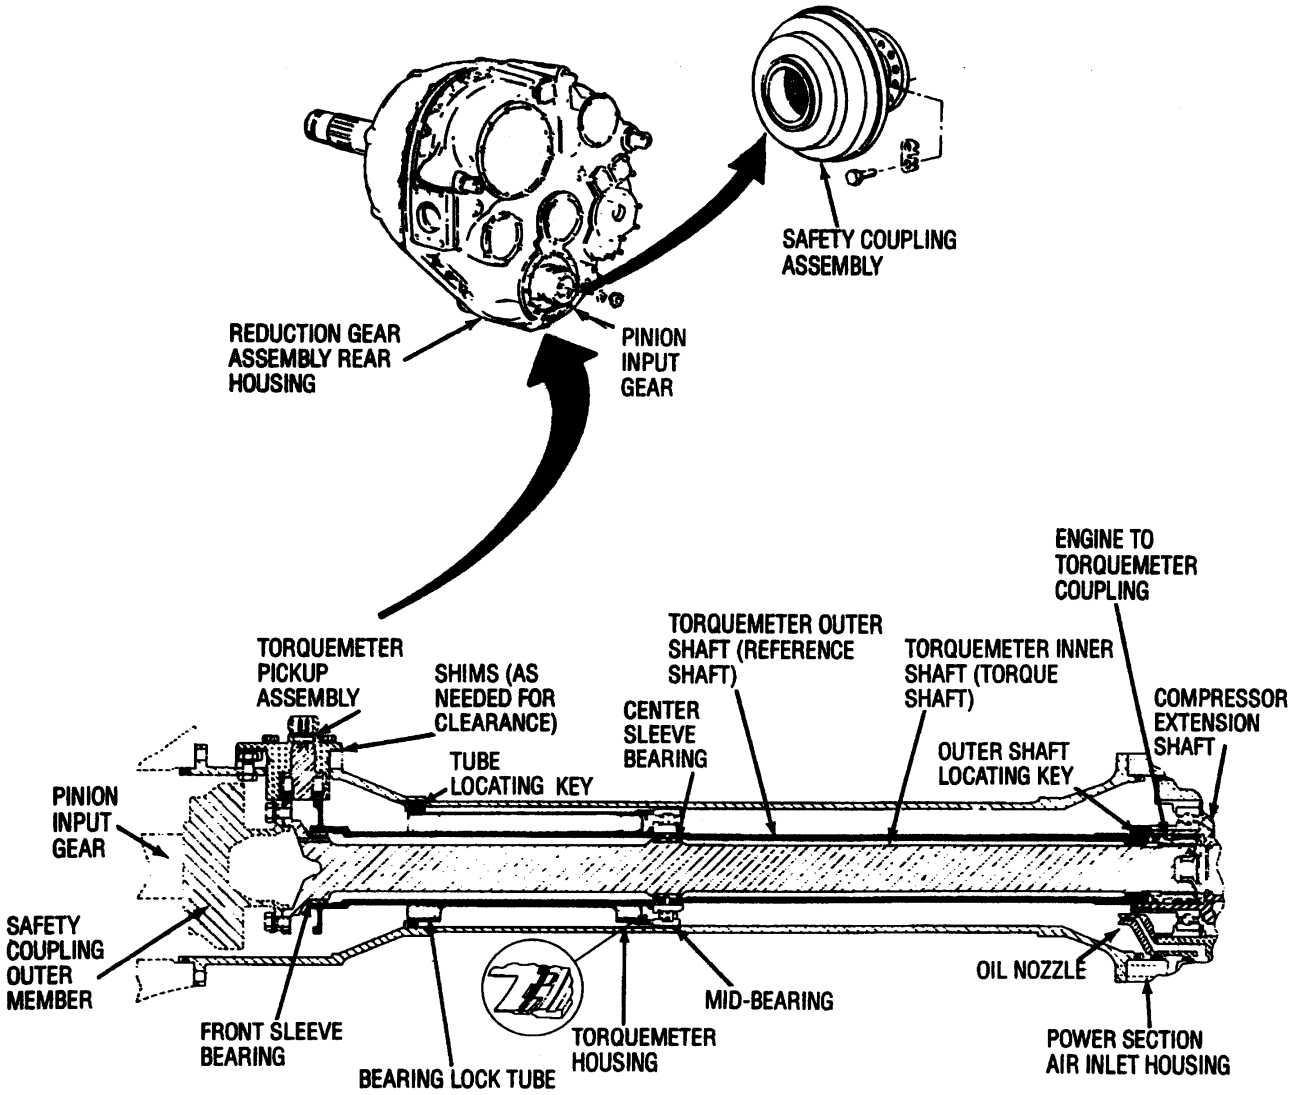

Figure 5. Torquemeter Assembly
73. The torquemeter assembly (figure 5) provides a means of transmitting and measuring the torque produced by the power section. The torquemeter pickup assembly contains four magnetic pole pieces to provide separate torque signals to the supervisory Digital Electronic Trim Control (DETC), and the cockpit horsepower indicator.